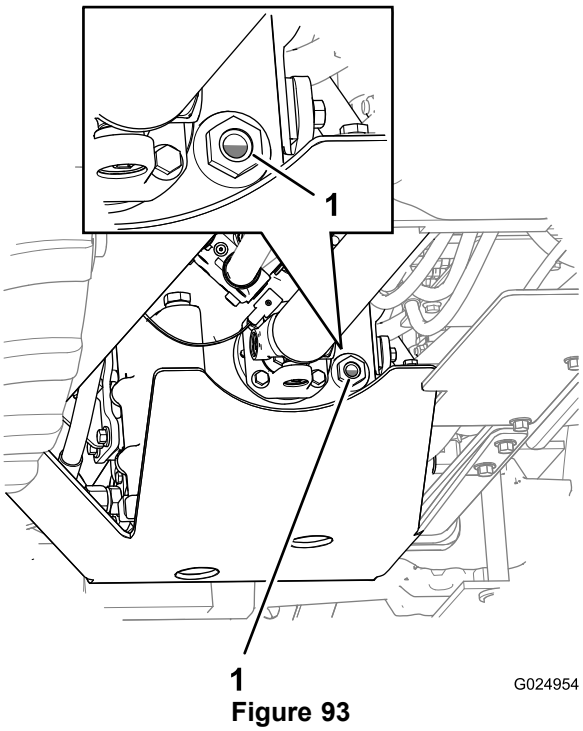

Figure 93
4. After 5 minutes, check the transmission oil level in the sight gauge (Figure 93).
6. Repeat steps 2 through 5 until the oil level covers 1/2 to 3/4 of the sight-gauge window (Figure 93).
Note: The oil level should cover 1/2 to 3/4 of the sight-gauge window (Figure 93).